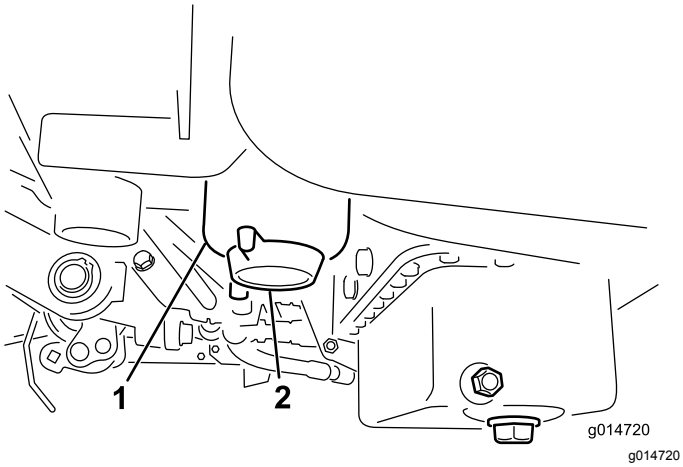

Figuur 26
3. Open de aftapplug op het brandstoffilter ongeveer één slag en tap eventueel water af (Figuur 26).